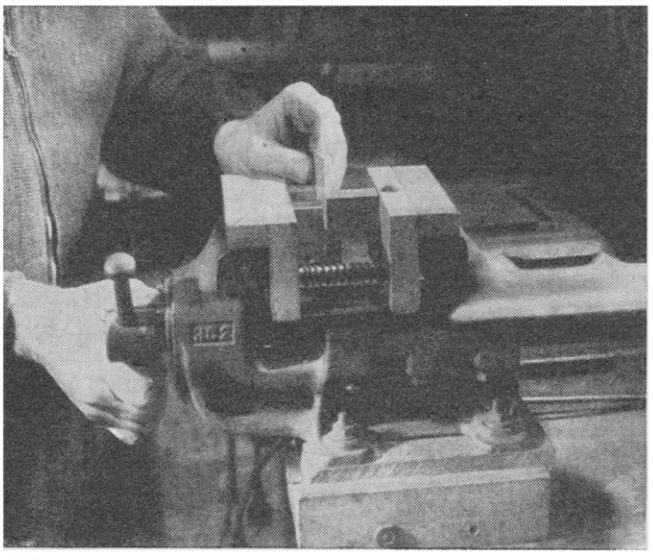
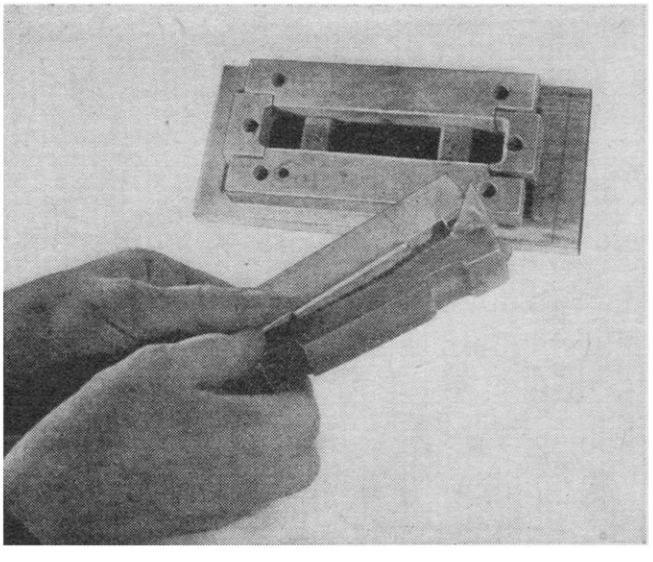

Bild 2
Bild 3
Das PVC-Stück wird wieder wie oben angegeben angewärmt und schnell in die sich bereits im Schraubstock befindliche Preßform eingelegt (Bild 2). Nun wird der Schraubstock zugedreht und das Teil gepreßt. Schon nach ein bis zwei Minuten kann es aus der Form entnommen werden (Bild 3). An dem Stück zeichnen sich sauber und genau alle Konturen ab, die der Stempel und die Matrize aufweisen. Genau so werden solche Teile in der Industrie verformt, selbstverständlich aber mit technisch vollkommeneren Einrichtungen.
Bild 2 Unser Eilzug ist im Bahnhof „Tanneck" angekommen und hält für einige Augenblicke am Bahnsteig. Wir steigen aus, unser Ziel ist erreicht. Die kurzen Bahnsteigüberdachungen dienen lediglich dem Schutz der Unterführungstreppen.
Bild 3 Hoch überragt die alte Feste Tannburg weithin die gesamte Umgebung. Mittelalter und moderne Neuzeit vereinigen sich hier einträchtig, wenn man bedenkt, daß die alten Ritter noch hoch zu Roß durch die Lande zogen, keineswegs aber mit der Eisenbahn.
- Bild 3 Überzeugen Sie sich bitte noch kurz an Hand der feinsten Nachbildungen des Tenders, daß wir nicht zu viel gesagt haben. Bleibt nur der Wunsch und die Hoffnung offen, daß dieses Modell bald in ausreichender Menge im Handel erscheint.